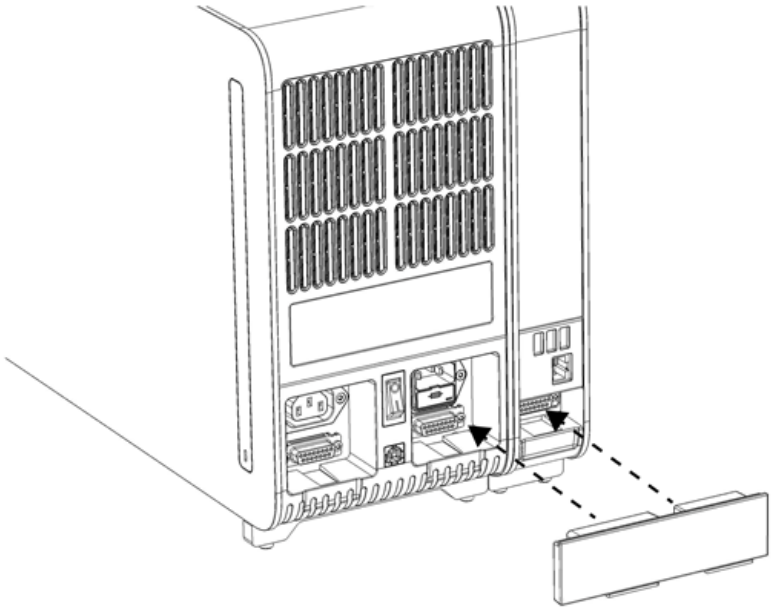

Figur 8. Feste broen mellom den analytiske modulen og driftsmodulen.
5. Fest broen til den analytiske modulen og driftsmodulen på baksiden av QIAstat-Dx Analyzer 2.0 for å koble sammen driftsmodulen og de analytiske modulene (figur 8).